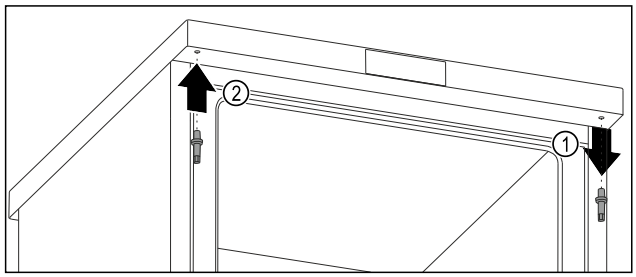

*Fig. 14*
▶ Extrageți prin rotire bolțul superior cu cheia cu hexagon exterior. *Fig. 14 (1)*
▶ Înșurubați ferm bolțul pe partea opusă cu cheia cu hexagon exterior. *Fig. 14 (2)*